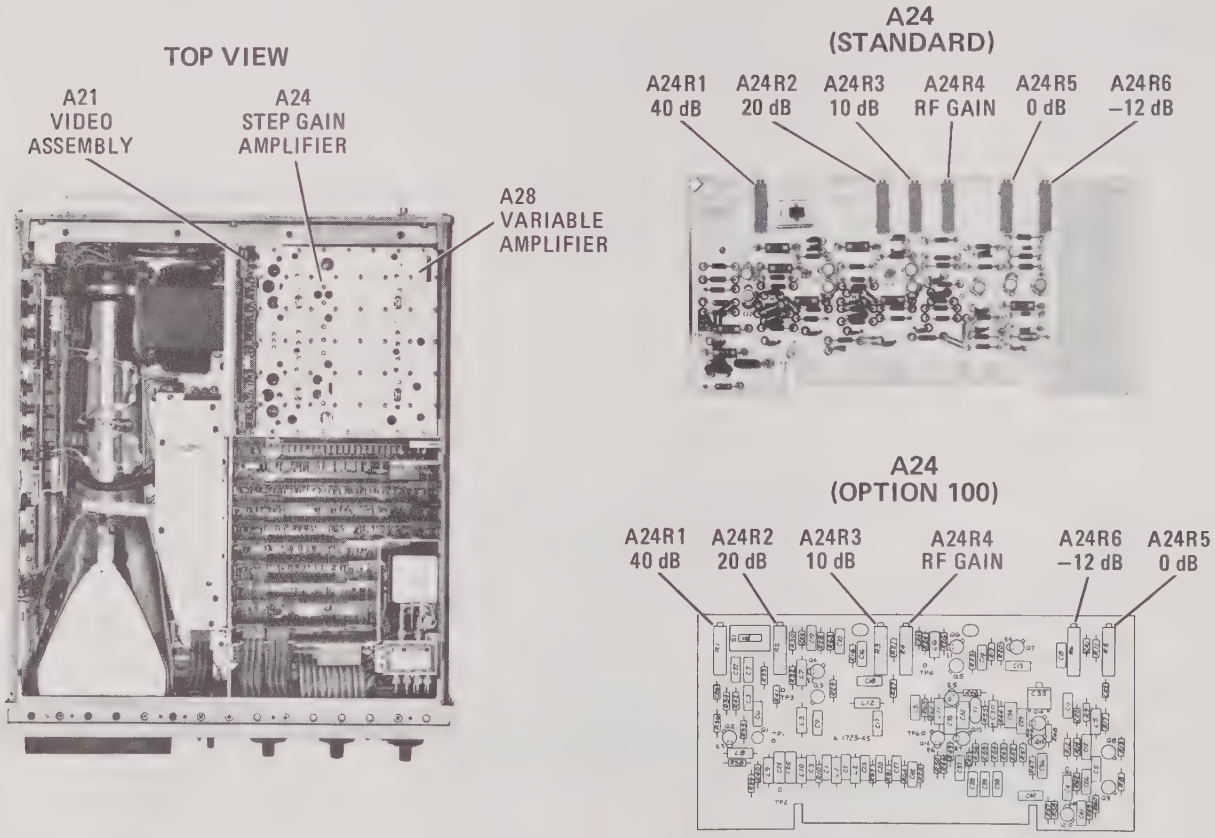

Figure 5-25. Step Gain Adjustment Locations
f. Adjust A24R6 −12 dB (Figure 5-25) for maximum signal level on CRT display. Then adjust A24R6 counterclockwise to set signal level 0.4 division below maximum.